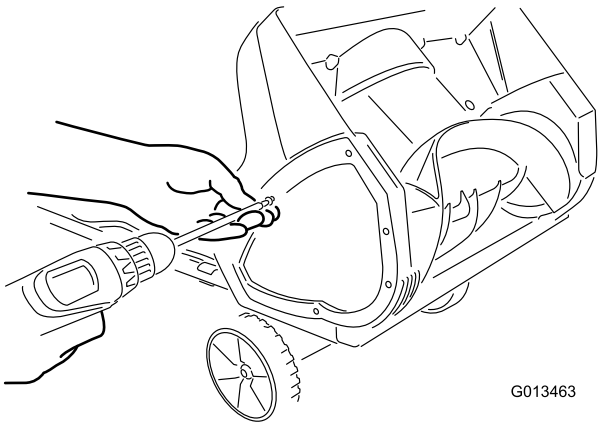

Figuur 15
1. Verwijder de schroeven waarmee de rechterplaat aan het machineframe is bevestigd (Figuur 15).